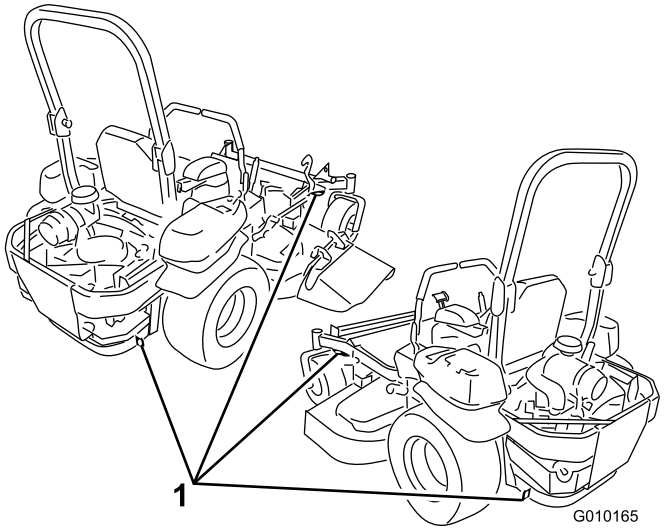

Figur 37
5. Använd fästöglorna av metall på maskinen för att säkra den på släpvagnen eller lastbilen med hjälp av spännband, kedjor, kablar eller rep (Figur 37).